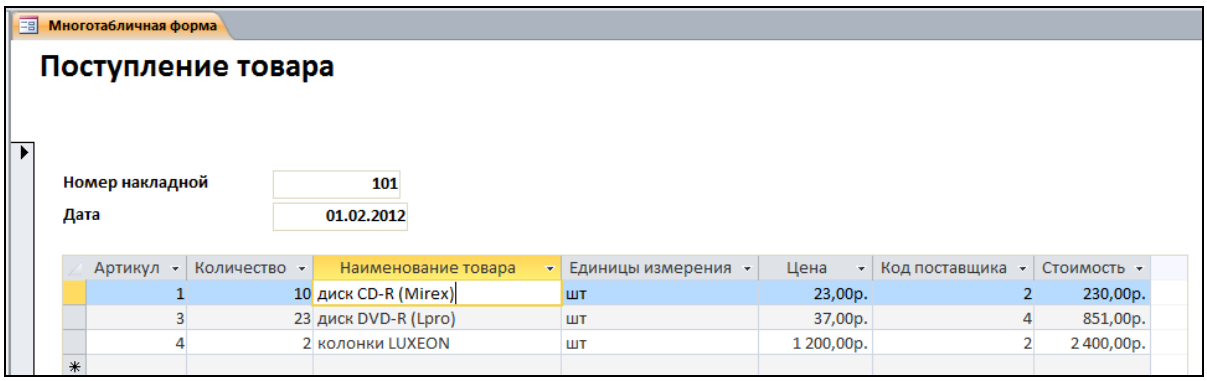
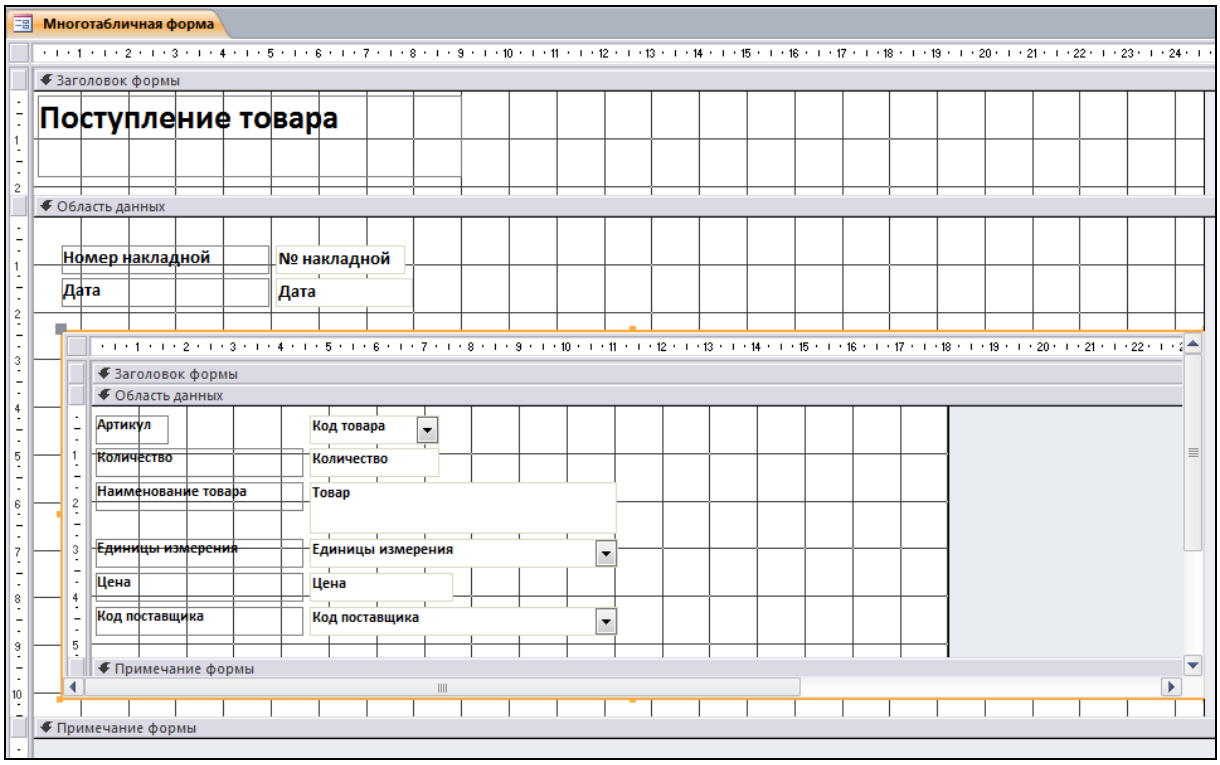

Рис. 3.23. Многотабличная форма
Рис. 3.25. Многотабличная форма в режиме *Конструктора*
5. В результате на экране отобразится форма вида, представленного на рис. 3.23. При необходимости ее можно открыть в режиме *Конструктора* и доработать.
Задание: добавить на подчиненную форму многотабличной формы (см. рис. 3.23) вычисляемое поле для расчета стоимости каждого товара
1. *Многотабличная форма* (см. рис. 3.23) открывается в режиме *Конструктора* (рис. 3.25).